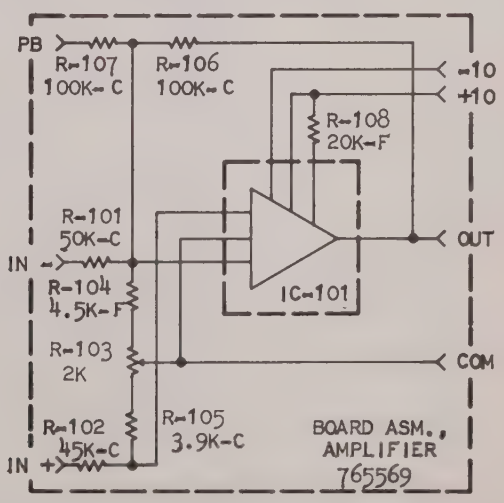

FIGURE 7-3 AMPLIFIER BOARD ASSEMBLY - CIRCUIT DIAGRAM
b. Amplifier Board Assembly (Fig. 7-3)